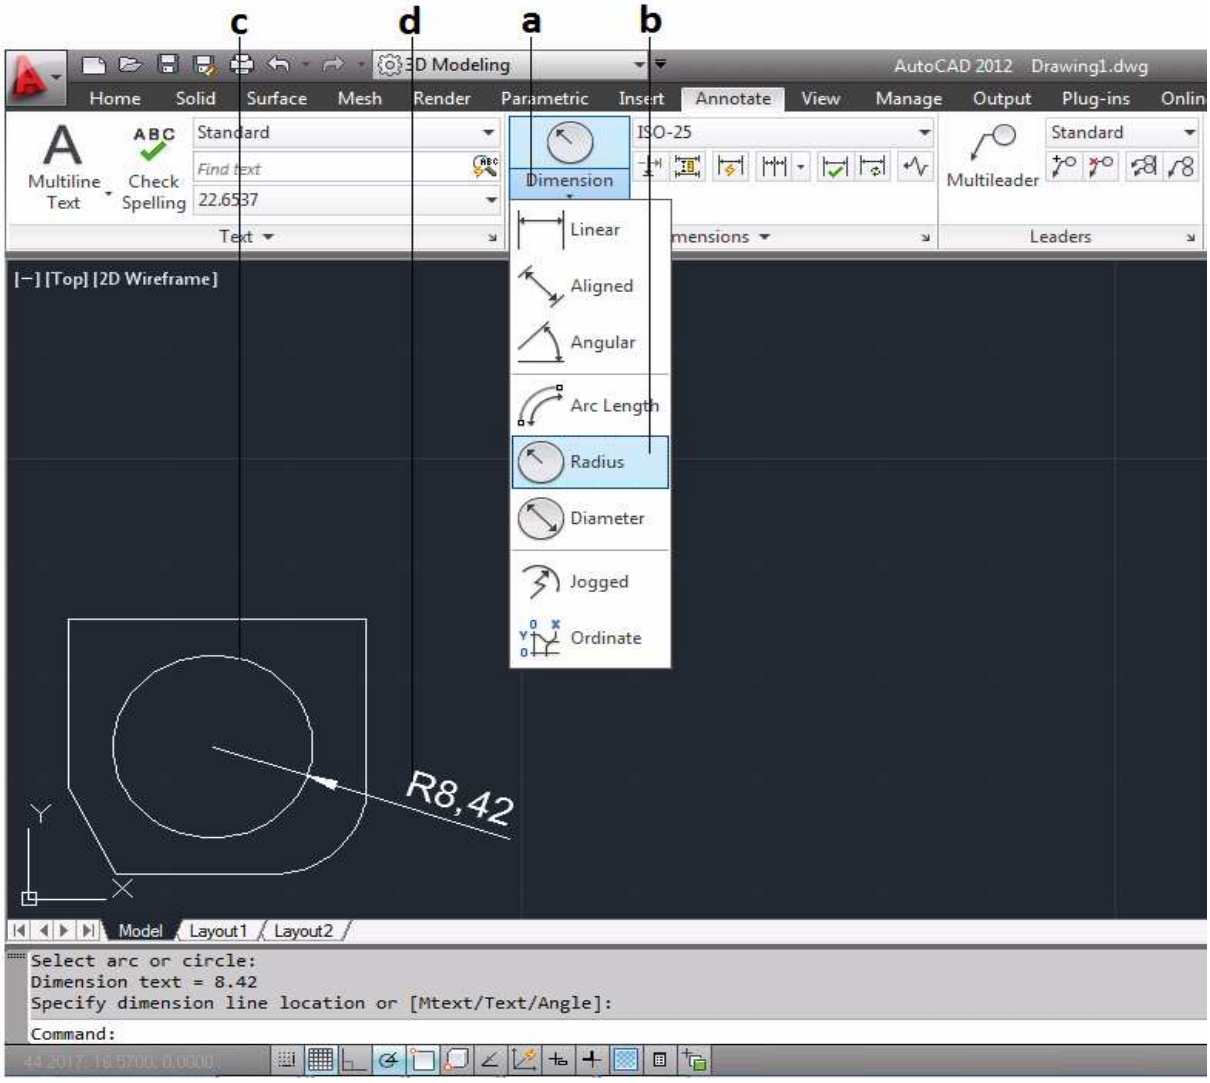

Figura 3.70 Acotado "Radio"
a. Se da clic sobre el icono Dimensión [Dimension] para desplegar la lista de tipos de Cotas *(figura 3.70)*.
b. Se selecciona la herramienta Radio [Radius] de la lista de tipo de cotas *(figura 3.70)*.
c. Se selecciona el arco o Circulo que se quiera acotar *(figura 3.70)*.
d. Con el puntero se indica donde se localizara la cota *(figura 3.70)*.